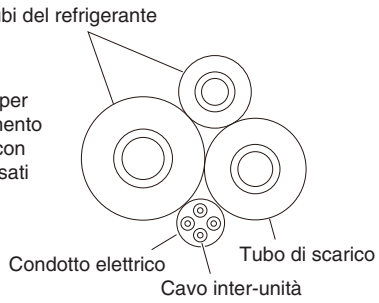

Fig. 3-27
(5) Raggruppare i tubi del refrigerante, il tubo di scarico e il cavo inter-unità come mostrato nella Fig. 3-27.